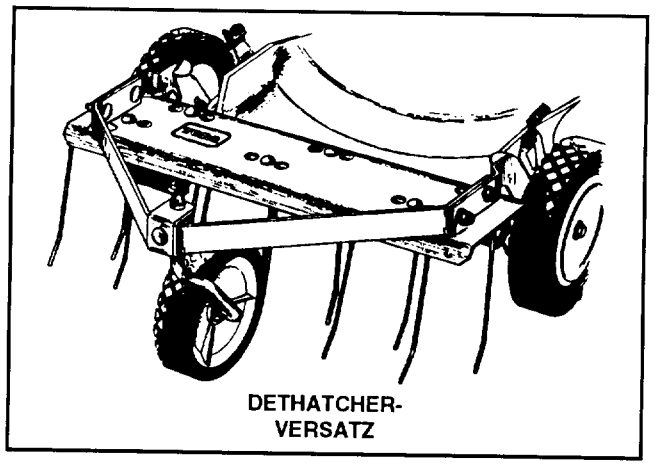

Abbildung 27
1. Zinkenvorsatz-Kit, Modell Nr. 59131 – In Minuten montierbar. Vorne befestiget zwecks einfacher Manövrierbarkeit. Zinken lockern Materialanhäufungen. Für einfaches Absaugen in den Grasfangsack (Abb. 27) und praktische Entleerung.